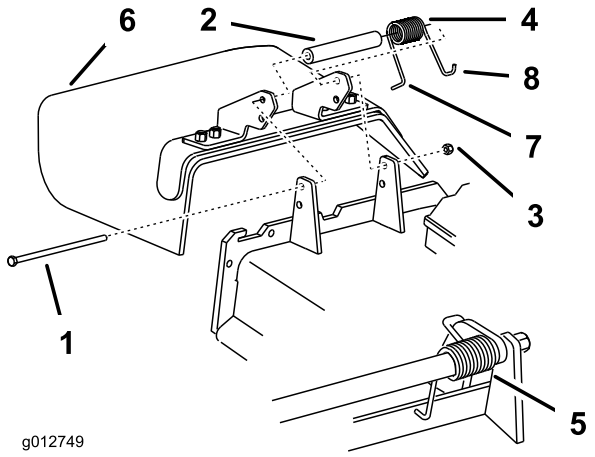

Figure 88
1. Retirez le contre-écrou, le boulon, le ressort et l'entretoise qui fixent le déflecteur aux supports de pivot (Figure 88). Enlevez le déflecteur s'il est endommagé ou usé.
Remarque: Prenez soin de placer l'extrémité en **L** du ressort derrière le bord du plateau avant de mettre le boulon en place, comme indiqué à la Figure 88.
3. Remettez le boulon et l'écrou. Accrochez l'extrémité en **J** du ressort au déflecteur d'herbe (Figure 88).